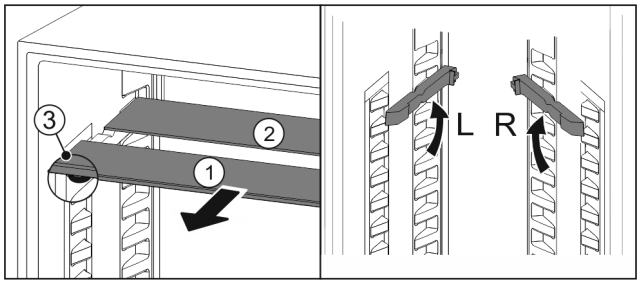

Fig. 121
▶ Extrageți *Fig. 121 (1)* pe rând plăcile de sticlă spre înainte.
▷ Placa de sticlă *Fig. 121 (1)* cu șipca decorativă se află în față.
▷ Opritoarele *Fig. 121 (3)* indică în jos.